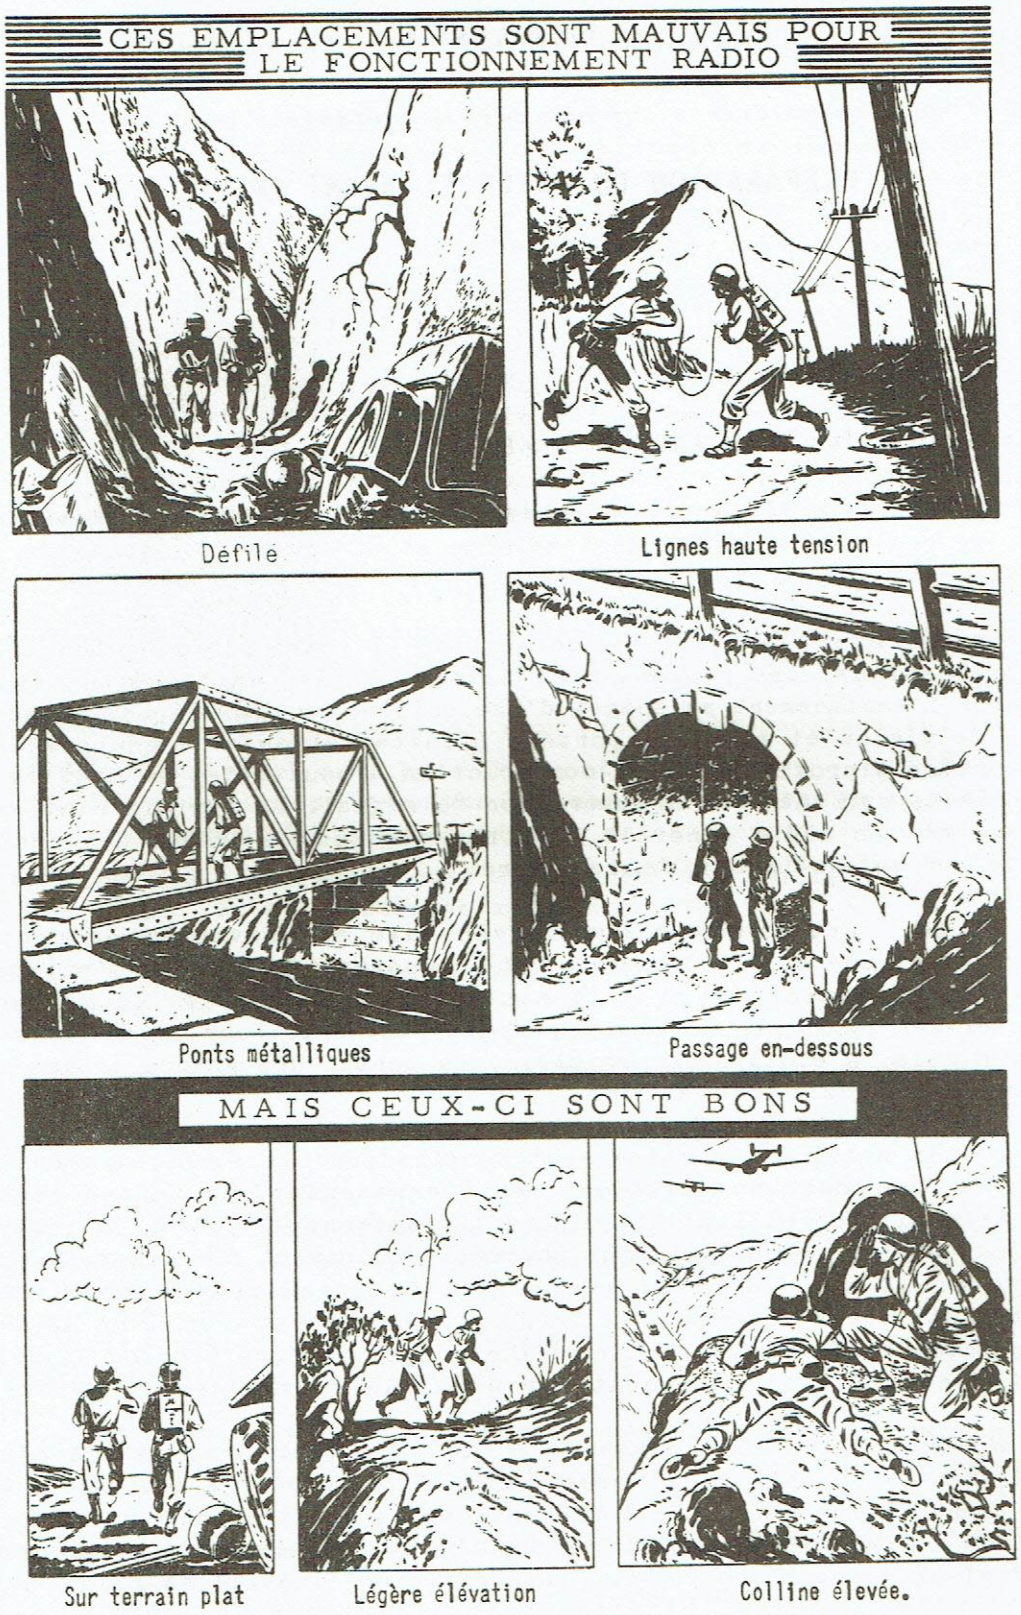

Fig. 10 - Emplacements.
2.A - Choix de l'emplacement *(Figure 10).*